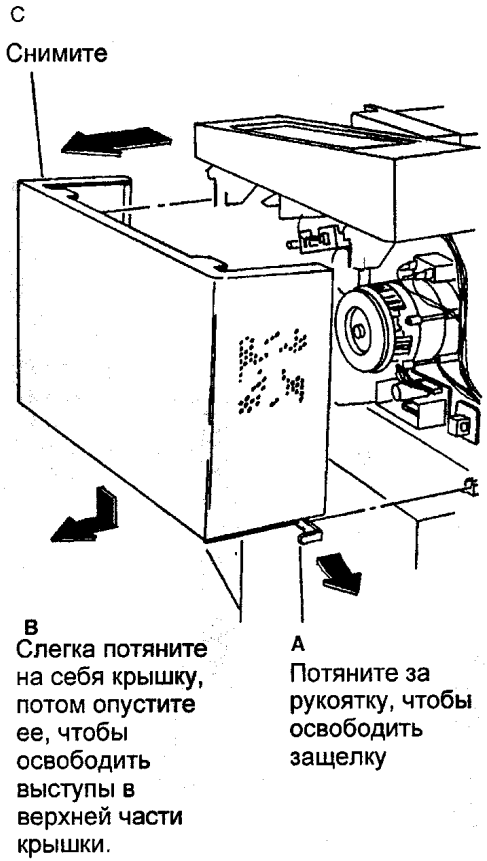

Рис. 3 Снятие правой торцевой крышки
4. (РИС. 3): СНИМИТЕ ПРАВУЮ ТОРЦЕВУЮ КРЫШКУ.